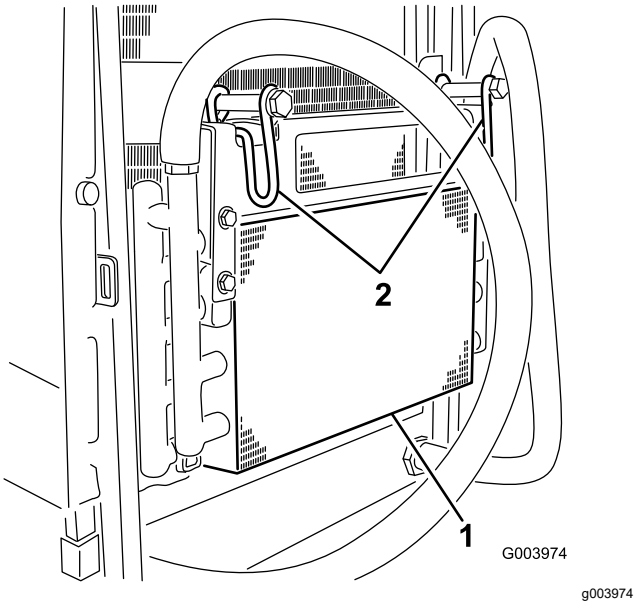

Рисунок 69
5. Поверните защелки внутрь, чтобы освободить маслоохладитель (Рисунок 69).